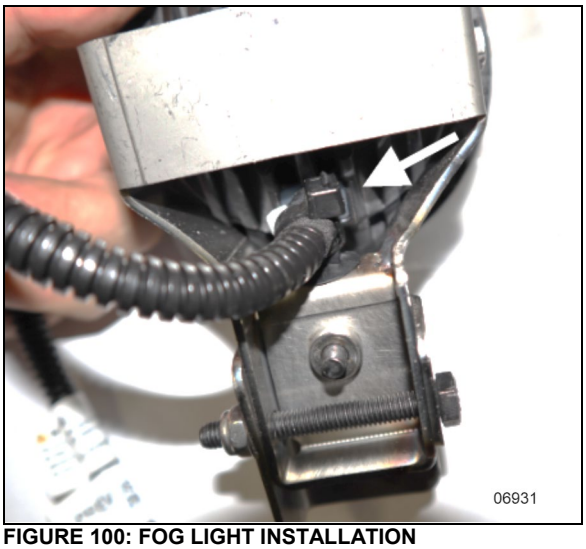

FIGURE 100: FOG LIGHT INSTALLATION
9. Secure the wiring with a cable tie as shown in Figure 100.